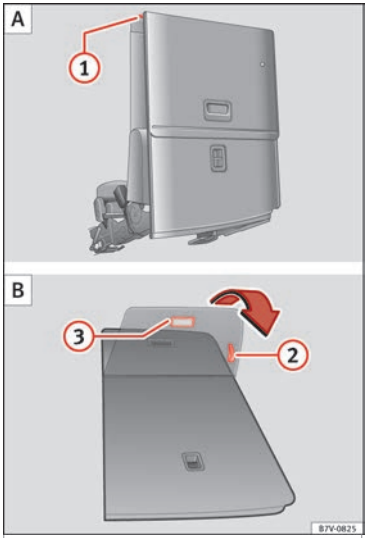

Fig. 162 Third row of seats: fold down the rear seat to load A then return to position B
- If necessary, pull on the lever ››› Fig. 162 (2) to move the seat to the required position.
- Pull lever ››› Fig. 162 (1) back and fold the seat backrest forwards. The rear seat folds forward ››› ⚠ and the cushion also moves forward.
- Pull on the handle ››› Fig. 162 (2) to put the seat tray back in position.
- Pull the handle ››› Fig. 162 (3). The entire seat folds backwards.